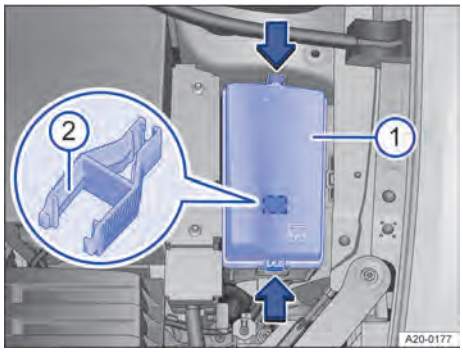

**Fig. 168** En el vano motor: caja de fusibles con pinzas de plástico.
2. Para desbloquear la cubierta de la caja de fusibles → fig. 168 ①, presione los bloqueos → fig. 168 (flechas).
En la caja de fusibles puede haber unas pinzas de plástico para extraer fusibles → fig. 168 ②. ◁